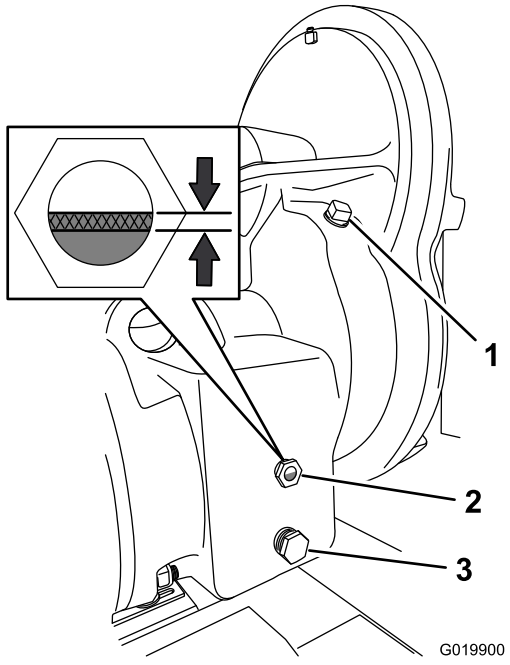

Figura 69
2. En el lado derecho de la caja de engranajes, inspeccione el nivel de aceite en la mirilla (Figura 69).
A. Retire el tapón de llenado del orificio de llenado de la carcasa de la caja de engranajes (Figura 69).
B. Vierta lentamente aceite del tipo especificado en el orificio de llenado hasta que el nivel de aceite llene entre el tercio y la mitad de la mirilla (Figura 69).
E. Instale el tapón en el orificio de llenado de la carcasa (Figura 69).
1. Coloque un recipiente con capacidad de 2.8 litros (3 cuartos de galón US) debajo del tapón de vaciado (Figura 69).
2. Retire el tapón de vaciado del orificio de vaciado y drene todo el aceite de la caja de engranajes (Figura 69).
3. Retire el tapón de llenado (Figura 69).
5. Instale el tapón de vaciado en el orificio de vaciado (Figura 69).
6. Vierta lentamente aceite del tipo especificado en el orificio de llenado hasta que el nivel de aceite llene entre el tercio y la mitad de la mirilla (Figura 69).
7. Instale el tapón de llenado en el orificio de llenado (Figura 69).